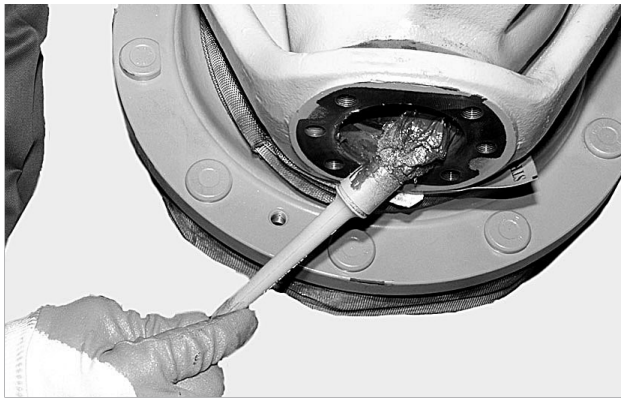

FIGURE 8: Lubricate the unit and the steering knuckle.
FIGURE 8: Before attempting to disassemble the unit, drain the oil in the cylinder chambers completely. Using a screwdriver, remove the snap ring (1) of the cylinder head (2).